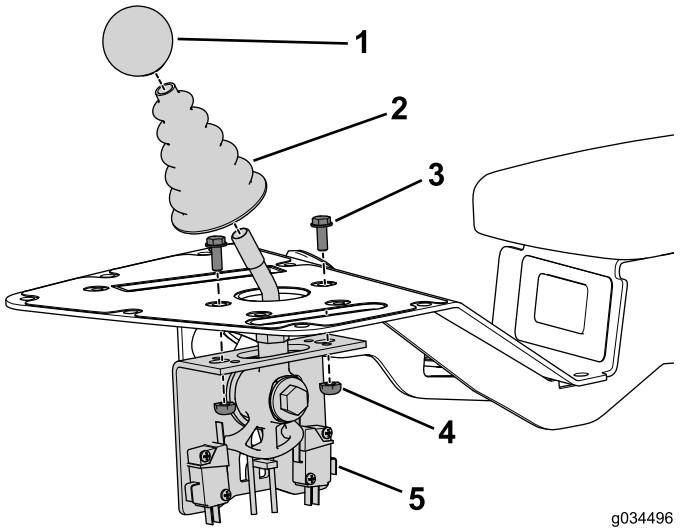

**Figura 17**
1. Utilize os dois parafusos (n.º 10 x 1/2 pol.) e porcas de bloqueio para prender o conjunto do joystick à consola (Figura 17).